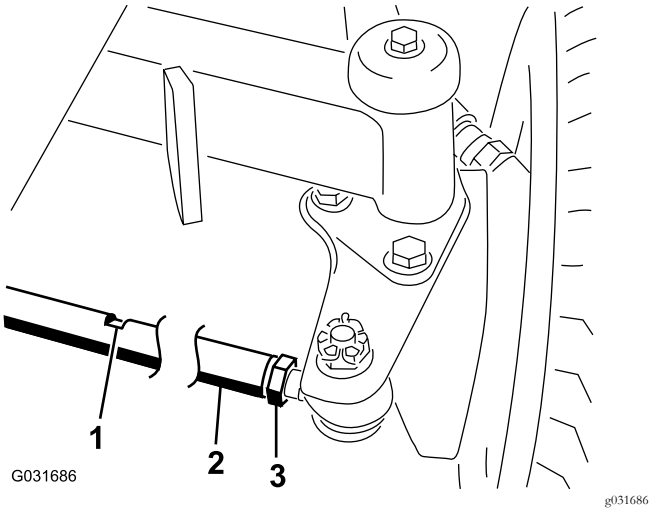

**Figura 48**
2. Allentate il controdado da ciascun lato del tirante (Figura 48).